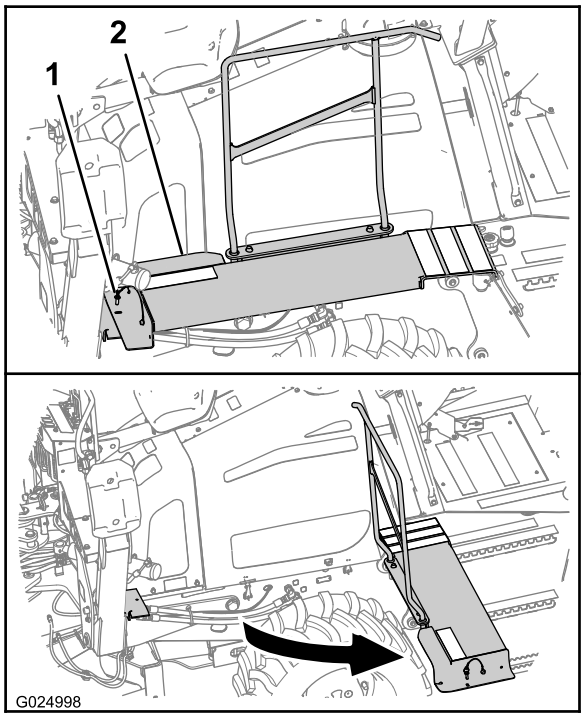

Rysunek 58
A. Z lewej strony urządzenia wyjmij sworzeń mocujący z przodu stopnia (Rysunek 58).
B. Obróć stopień w stronę od urządzenia (patrz Rysunek 58).
A. Ustaw z powrotem przedni koniec stopnia w pierwotnej pozycji (Rysunek 58).
B. Dopasuj otwór w stopniu do otworu we wsporniku stopnia (Rysunek 58).